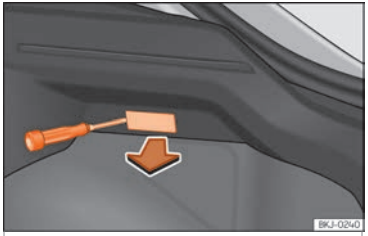

Fig. 62 Boot light.
- Extract the bulb by pressing on its inside edge using the flat side of a screwdriver ››› Fig. 62.